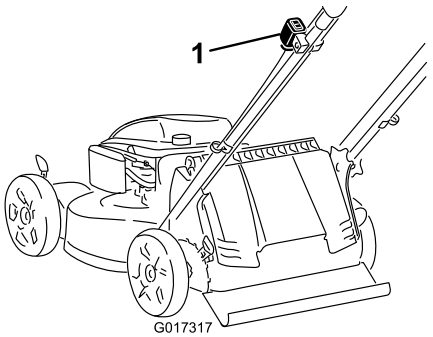

Figura 11
1. Si el interruptor de encendido de su cortacésped (Figura 11) es un interruptor basculante (con “I” y “Stop”), ponga el interruptor en la posición (“I”). Si no, vaya al paso 2.